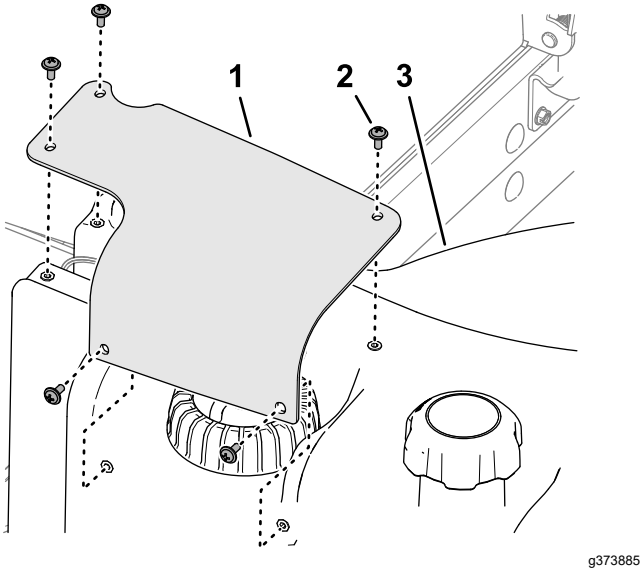

**Figuur 91**
2. Verwijder de 5 kruiskopschroeven waarmee de kap van de brandstofsensor is bevestigd aan de brandstoftank, en verwijder de kap (Figuur 91).